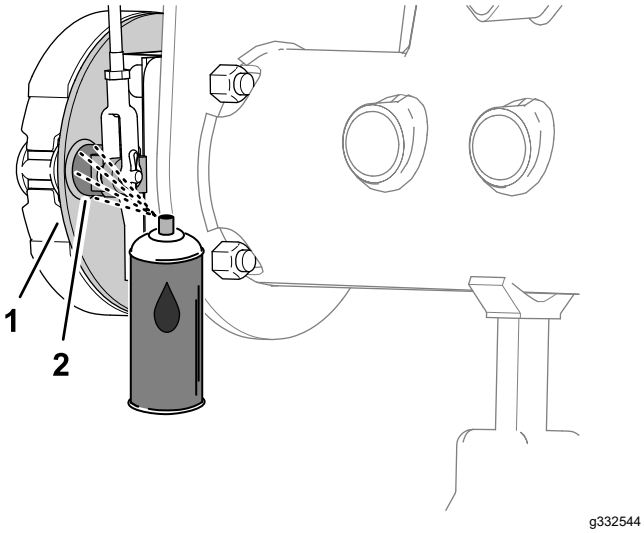
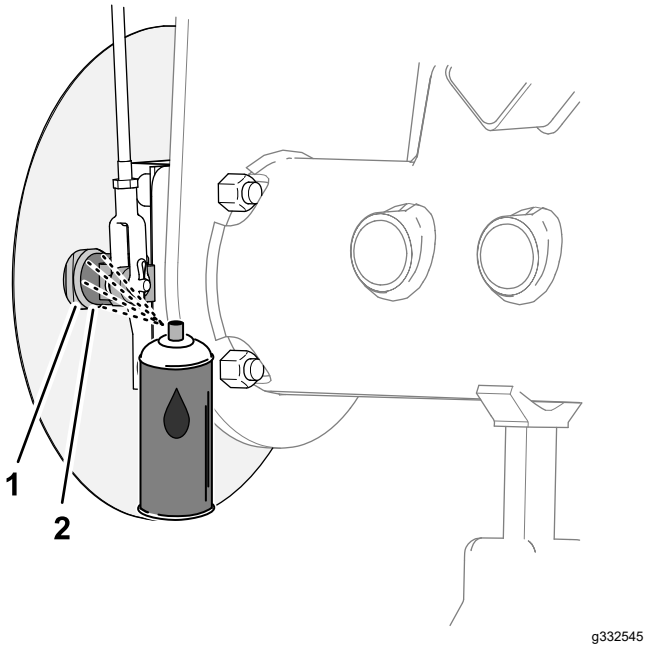

Figur 81
Figur 82
1. Spruta penetrerande olja mellan bromskamaxeln och fästplåten på insidan av bromsfästplåten (maskiner utan det valbara fälggrässkyddet) eller på insidan av hjulskyddet (maskiner med det valbara fälggrässkyddet) (Figur 81 eller Figur 82).